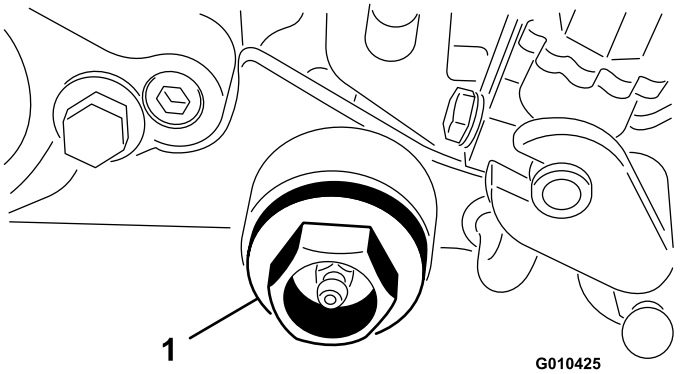

Bild 36
10. Entfernen Sie den Abdeckstöpsel vom Groomergehäuse (Bild 36).